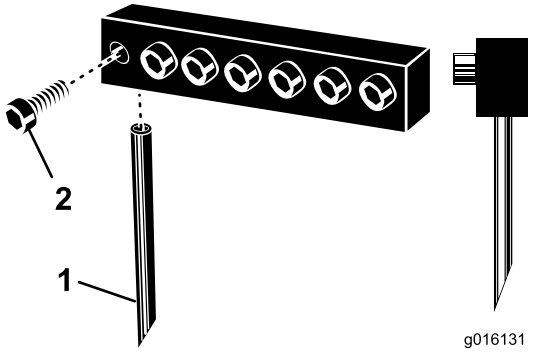

Rysunek 27
3. Poluzuj śruby mocujące i wyjmij zęby używane wcześniej (Rysunek 27).
Informacja: Drążone zęby wgłębne powinny być umieszczone z otworem wylotowym z tyłu, natomiast zęby pełne powinny być skierowane ścięciem końcówki zęba w stronę maszyny (Rysunek 27).